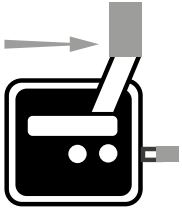

Рис.8
1. Установите рукоятку оборотов в положение «Включено» (ON) *(Рис. 8).*